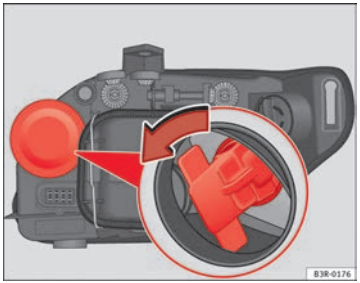

Abb. 206 Glühlampe für Blinklicht
– Den Lampenträger durch Ziehen am Halter und durch Drehen gegen den Uhrzeigersinn herausnehmen ⇒Abb. 206.